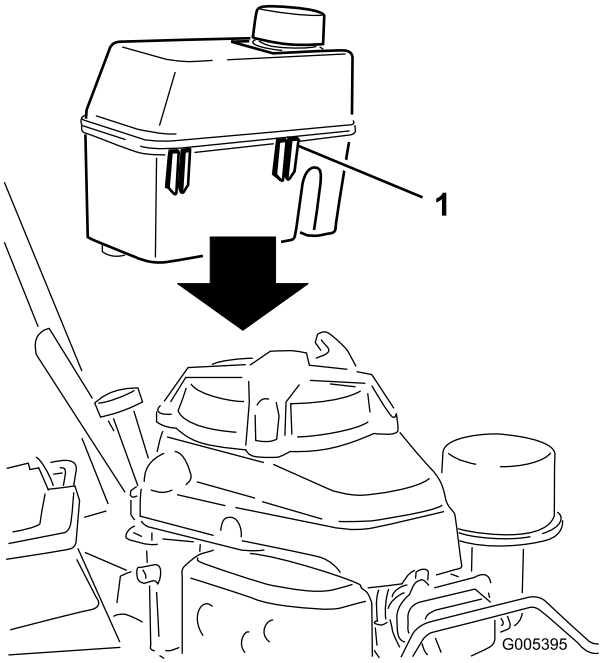

Figur 6
3. Trä på plastklämmorna på bränsletankens framsida på bränsletankmonteringen (Figur 6).